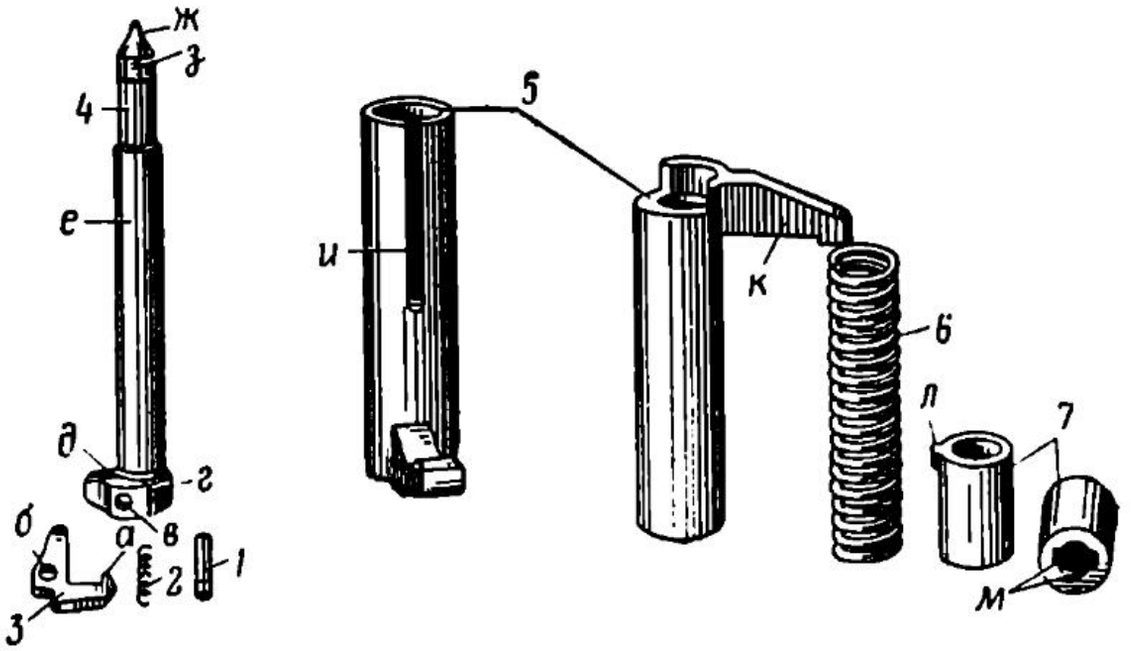

Рис. 221. Ударный механизм:
Ударный механизм (рис. 221) служит для производства выстрела. Он состоит из стреляющего приспособления, взвода и стопора походного положения курка.
Ролик курка служит для воздействия на бородку *к* (рис. 221) трубки *5* ударника — при оттягивании курка назад ролик надавливает на бородку и продвигает ее вперед.
7. Разобрать стреляющее приспособление. Для этого взять его в левую руку и, удерживая муфту *7* (рис. 221) ударника большим и указательным пальцами левой руки, правой рукой повернуть головку *г* ударника *4* в трубке *5* до отказа влево, после чего снять с ударника муфту, вынуть из трубки ударник и боевую пружину *6*.